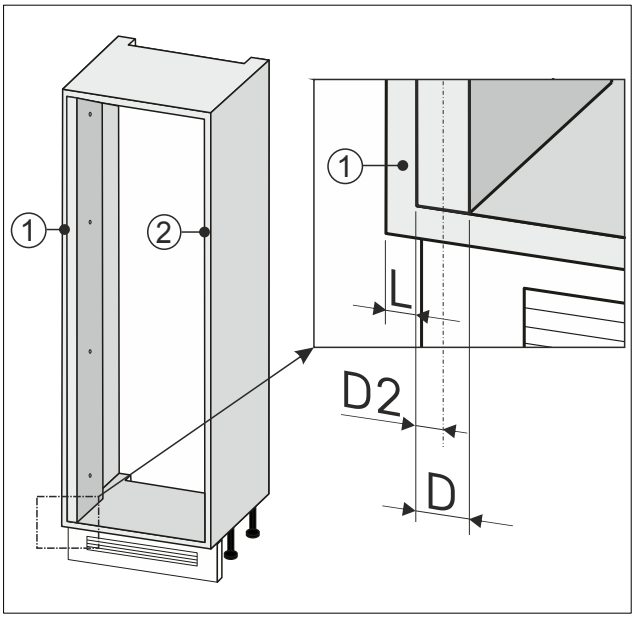

Fig. 88
▶ Запишіть половину ширину *Fig. 88 (D2)* рівняльника стіни.